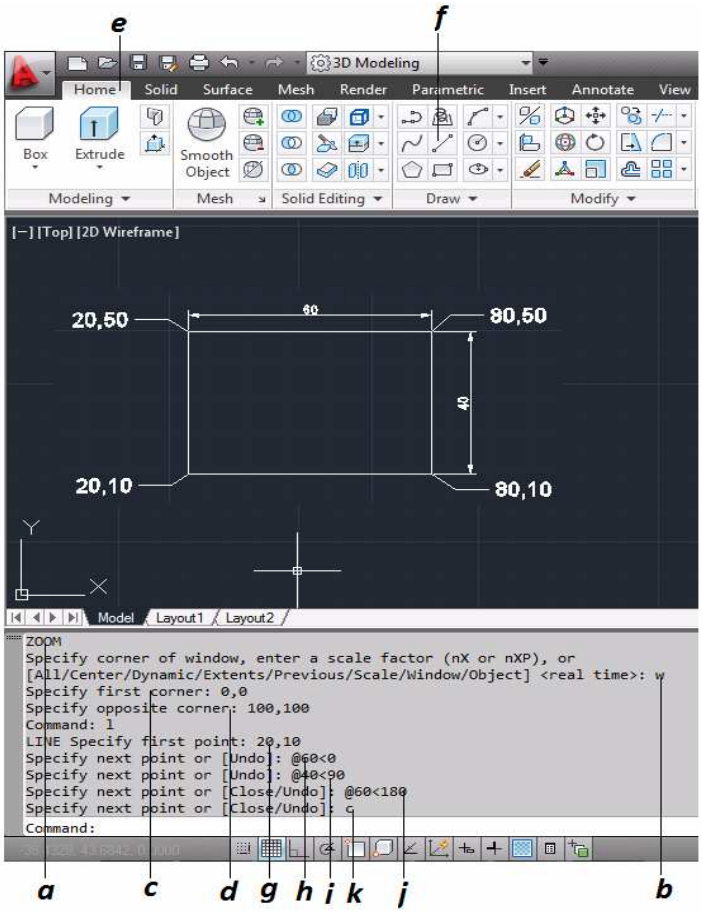

Figura 3.12. Coordenadas polares
- **a.** Z para poder activar el comando zoom, y se presiona enter *(figura 3.12)*.
- **b.** W para indicar que será una ventana, se presiona enter *(figura 3.12)*.
- **d.** Como segunda coordenada será 100,100 y enter nuevamente *(figura 3.12)*.
- **e.** Se da clic en Home *(figura 3.12)*.
- **f.** Se selecciona el icono *línea* de la barra de herramientas *(figura 3.12)*.
- **g.** 20,10 será el inicio de la línea *(figura 3.12)*.
- **h.** @60<0 para indicar la 2ª coordenada *(figura 3.12)*.
- **i.** @40<90 para indicar la 3ª coordenada *(figura 3.12)*.
- **j.** @60<180 para indicar la 4ª coordenada *(figura 3.12)*.
- **k.** Finalmente C para unir con el primer punto *(figura 3.12)*.